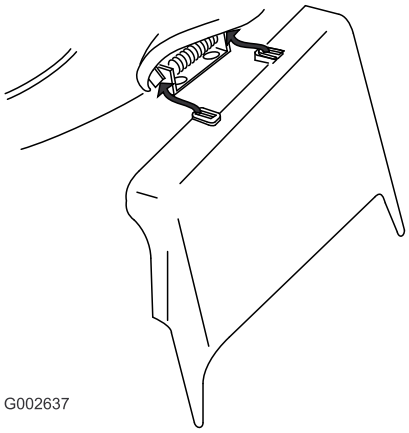

Figur 33
3. Monter sideudblæsningsrøret, og fæld pladen ned på røret (Figur 33).